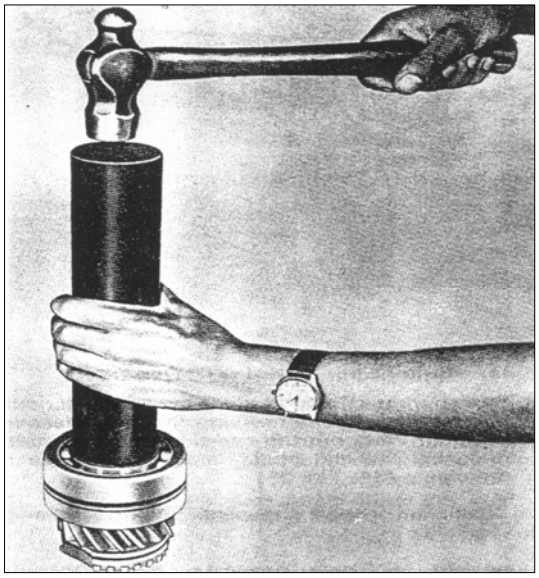

РИС. 221
3) Установите внутреннее кольцо радиально-упорного шарикоподшипника на первичный вал так, чтобы буртик был направлен к роликовому подшипнику. Поставьте наружное кольцо радиально-упорного шарикоподшипника (см. рис. 221).